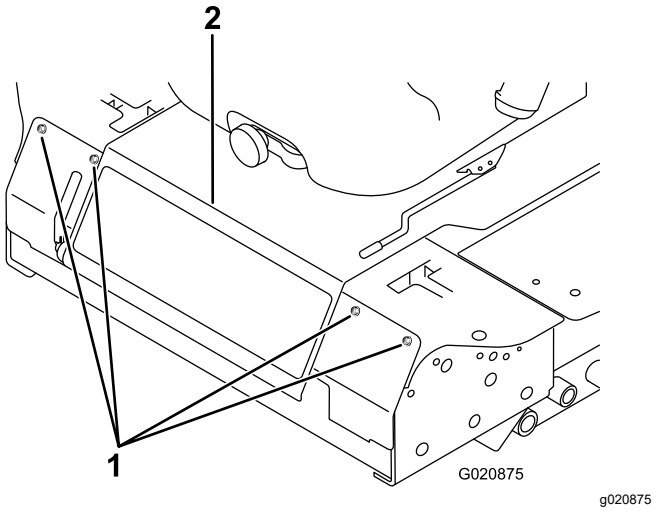

Figur 49
3. Fjern de bolte, der holder frontpanelet fast, og tag panelet af (Figur 49).